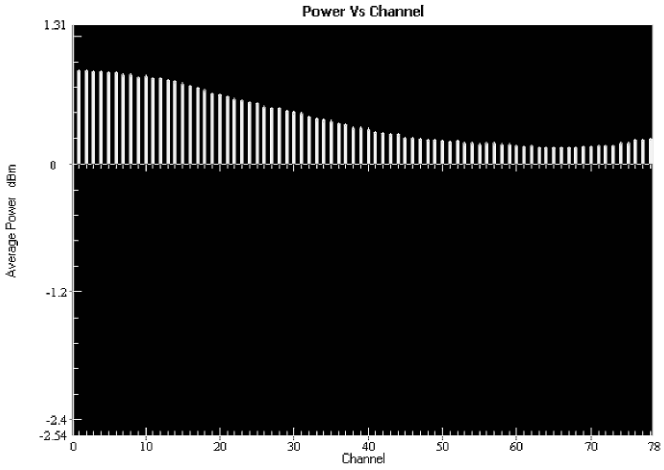

図4. Agilent N4017A GMAによるパワー対チャネルのグラフの表示
*Bluetooth*システムの周波数ホッピングは、ホッピング・レートがシンボル・レートよりも低いので、低速ホッピング・システムとして定義されています。この低速ホッピングにより、デバイスはスペクトラムを80 MHzのレンジに渡って拡散できます。つまり、信号がスペクトラムのフル・レンジに対してフェール・オーバすることが難しくなります。ホッピングがオンの場合は、パワー対チャネル測定により、図4に示すように、テスト・プランの構築時にどのチャネルをテストすれば良いのかの指標が提供されています。周波数特性がフラットでないため、周波数応答は常に変動しています。テストの目的のために、最大および最小の変動があるチャネルをテスト・チャネルとして選択します。